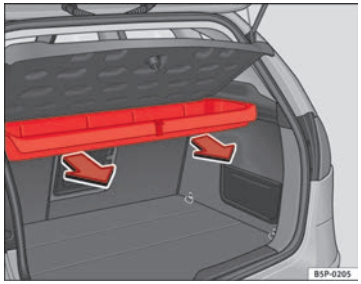

Fig. 123 Removing storage compartment
– Pull outwards until the compartment is freed from the pivot point ⇒ Fig. 123.